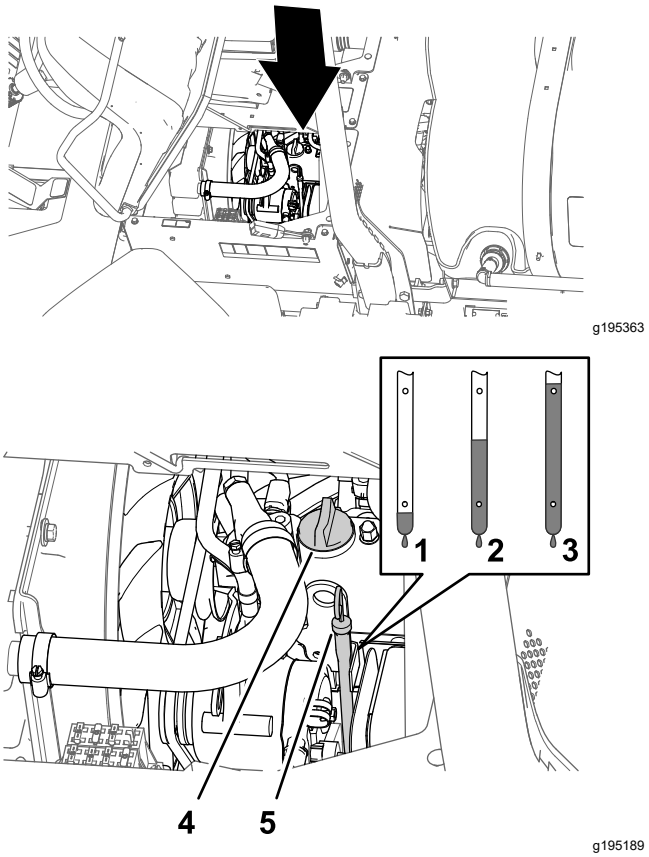

Рисунок 78
2. Извлеките масломерный щуп, расположенный под сиденьем пассажира, и протрите его чистой ветошью (Рисунок 78).
3. Если уровень масла низкий, снимите крышку заливной горловины с крышки клапана (Рисунок 78) и залейте масло в заливную
4. Установите крышку маслозаливной горловины (Рисунок 78).
5. Вставьте масломерный щуп до упора (Рисунок 78).